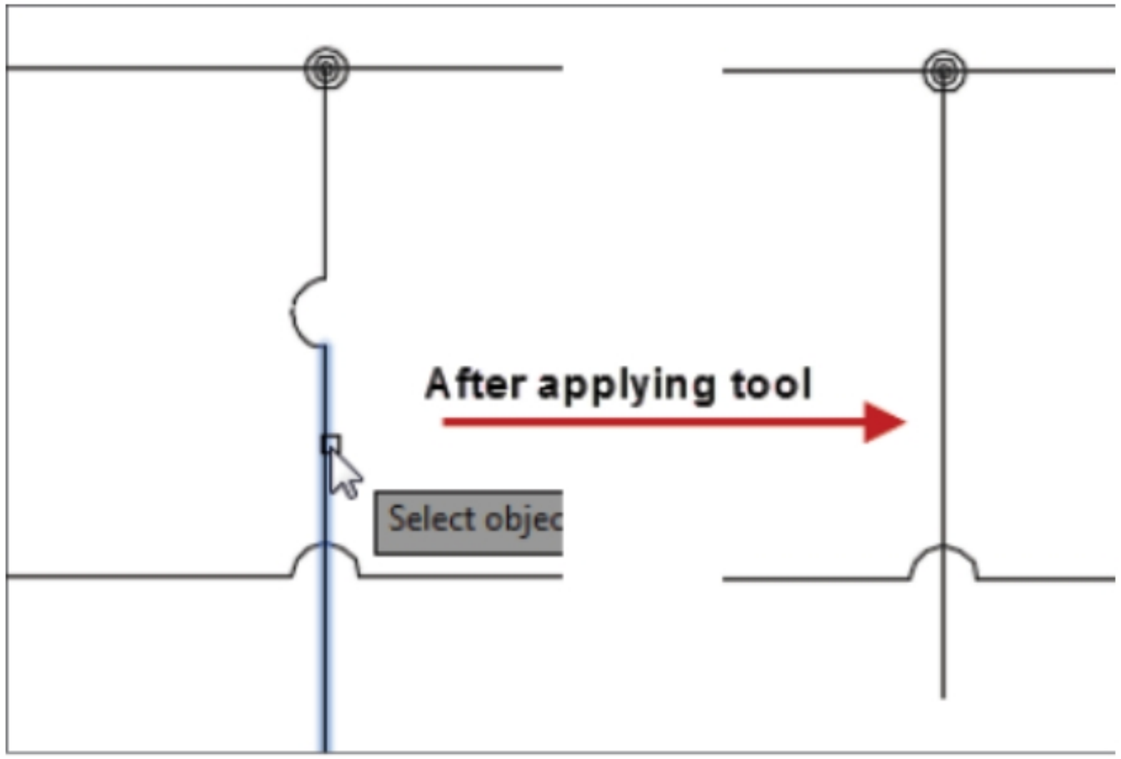

Figure-97. Deleting wire gaps
- Select the wire with unnecessary gap and press **ENTER**. The extra gaps will be deleted; refer to Figure-97.